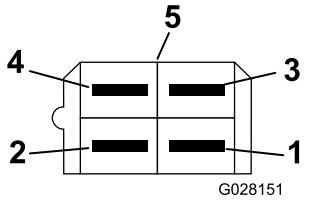

Figura 14
6. Montate il blocchetto porta maschio a 4 vie sul cavo del cablaggio spingendo i perni nella parte posteriore del connettore. (Figura 14). Individuate e contrassegnate questo connettore come "R" (right, ovvero destro) per aiutarvi a identificare i cavi quando effettuate i collegamenti al cablaggio preassemblato principale della macchina.